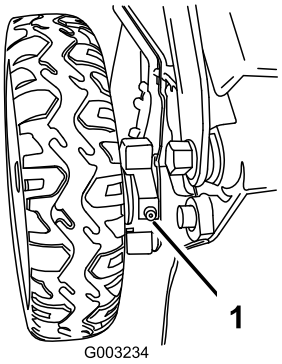

Figur 40
1. Tørk av smørefettet på innsiden av bakhjulene med en ren klut (Figur 40).